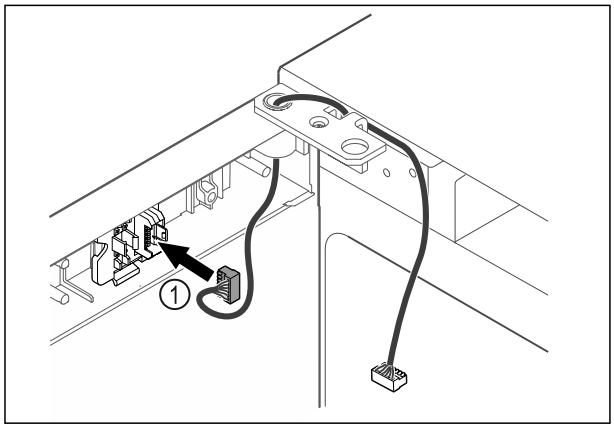

Fig. 39
▶ Вставьте штекер *Fig. 39 (1)* в держатель.